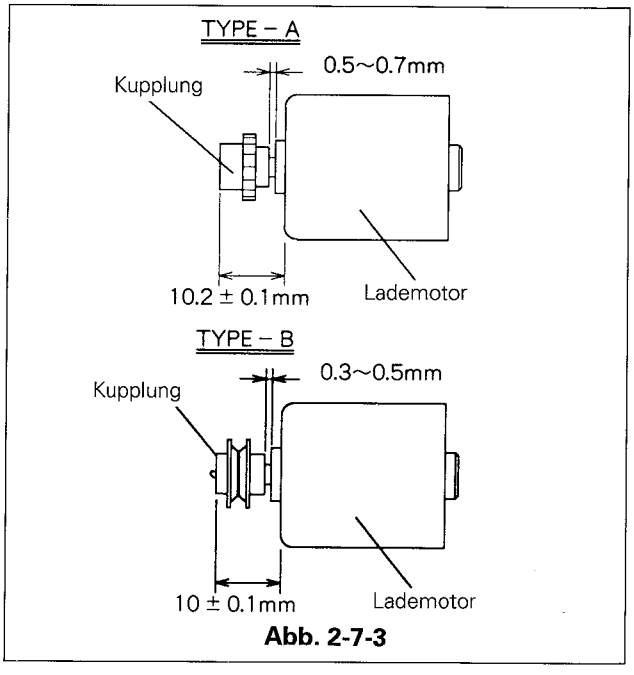

Abb. 2-7-3
A. Die Kupplung an dem neuen Motor befestigen. (siehe Abb. 2-7-3)